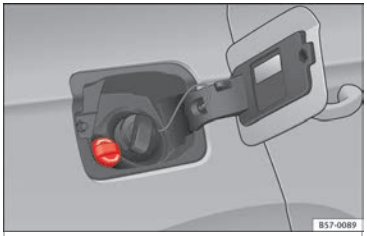

Rys. 236 Korek wlewu AdBlue.
- Otworzyć klapkę wlewu paliwa **››› rys. 236**.
- Odkręcić korek ruchem w lewo **››› rys. 236**.